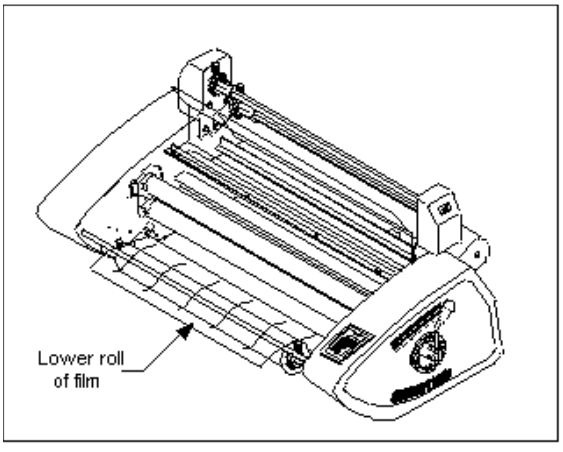

Fig. 15
6. Unroll 2ft. (61cm) of film. Push the leading under and around the front support for the feed table. (Fig. 15).